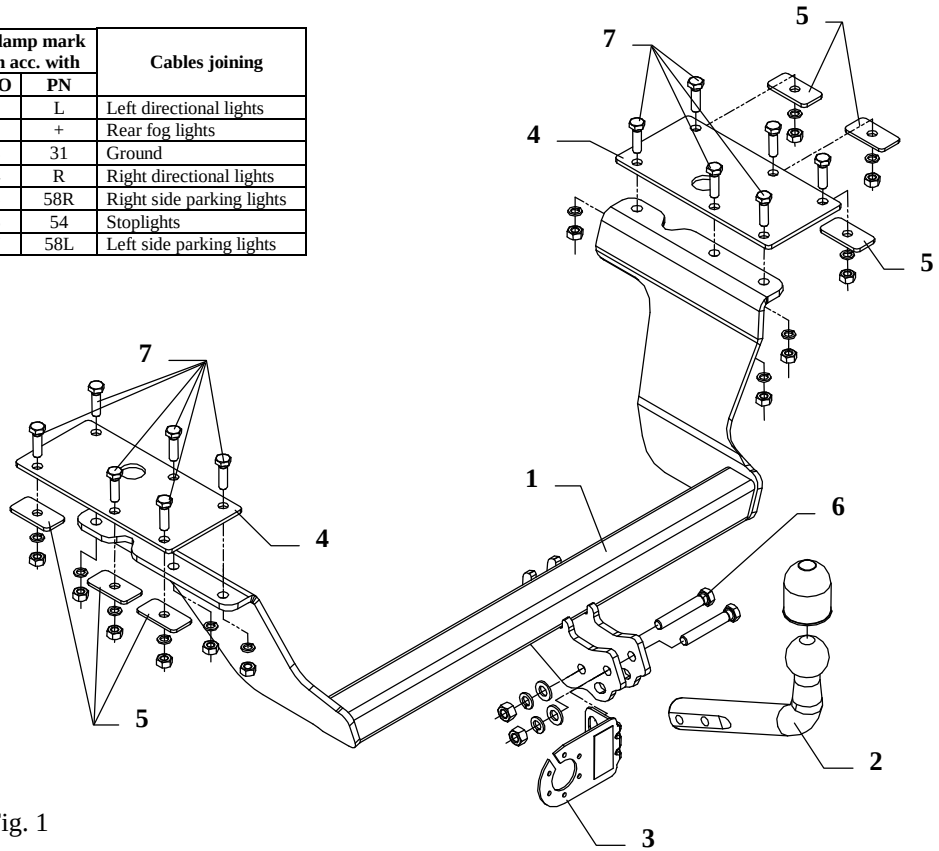
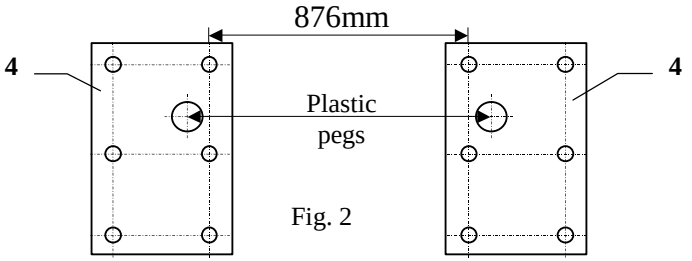

Fig. 1
Fig. 2
2. On plastic pegs (to which one pins the fitted carpet) put fish-plates (pos. 4) as showed on the fig. 2. Then through all holes drill holes ø11mm.
3. Through ready made holes put bolts M10x35mm (pos. 7).
4. From the bottom of the car, apply (on protruding bolts) the main bar of the towbar (pos. 1) and fix as showed on the fig. 1.